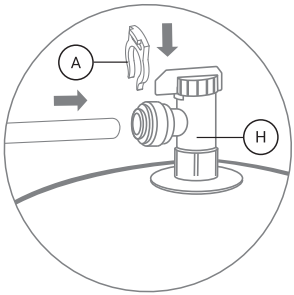

Рис. 20
5. Подключите синюю пластиковую трубку, идущую от фитинга-тройника угольного пост-фильтра к вентилю (Н) накопительного бака: вставьте пластиковую трубку в фитинг до упора (рис. 20), для герметизации соединения приложите дополнительное усилие, при этом трубка утопится еще примерно на 3 мм и будет плотно обжата резиновым кольцом фитинга. Установите стопорную клипсу (А) из комплекта поставки.